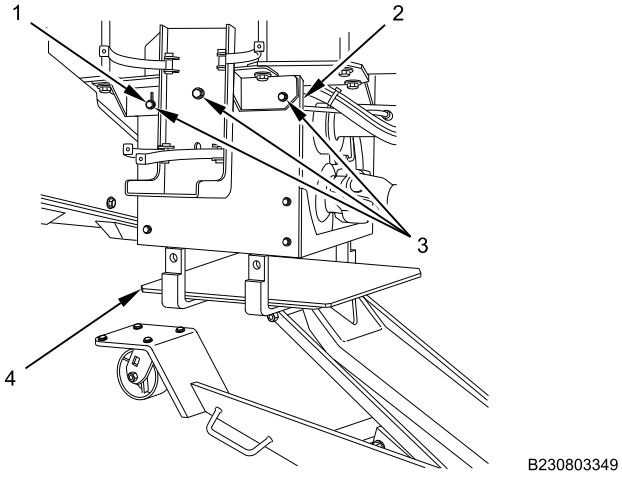

Figure 3. Transfer Case Armor Mounting.
1. Secure transfer case armor assembly (Figure 3, Item 2) on transmission jack (Figure 3, Item 4) using straps supplied with transmission jack or equivalent straps.
2. Raise armor assembly (Figure 3, Item 2) into position level with transfer case armor mounting position along frame rail.
3. Install three upper transfer case armor assembly mounting bolts (Figure 3, Item 3) and nuts on left and right side mounting bracket (Figure 3, Item 1).
4. Tighten all transfer case armor assembly mounting bolts (Figure 3, Item 3) and nuts securely.